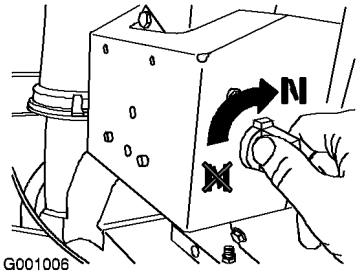

Figur 22
4. Flytta choken till läget På (Figur 22).